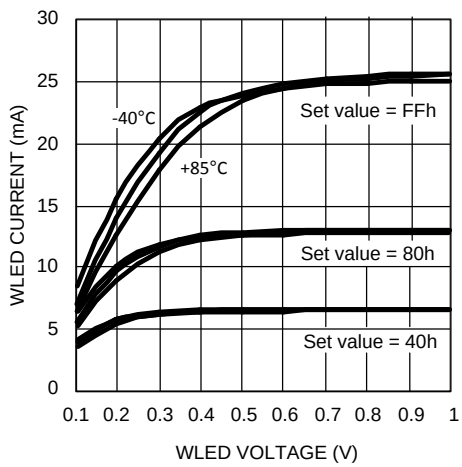

Figure 26. WLED Output Current vs Voltage Temperatures −40°C, +25°C, +85°C
(1) A minimum voltage, Dropout Voltage, is required on the WLED outputs for maintaining the LED current. The current reduction at lower voltages is shown by the graph in Figure 26.
(2) Match % = 100% * (Max – Min)/Min